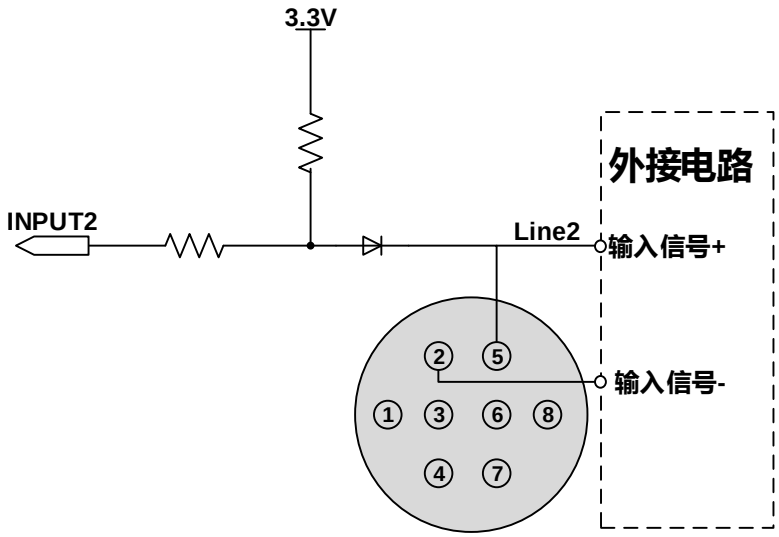

图 7-8 Line2 配置为输入引脚时相机内部等效电路
- Line2/3 配置为输入引脚时，相机内部等效电路如图 7-8，以 Line2 为例